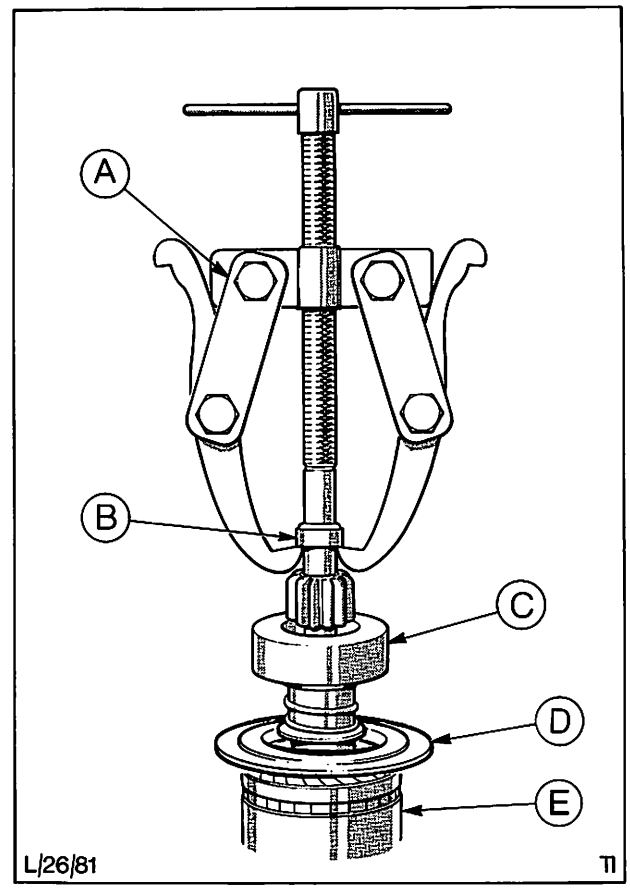

Abb. 97 A = Handelsüblicher Zweischenkel-Abzieher
14. Mittellagerschild, kompletten Ritzelantrieb und Anlaufring auf die Ankerwelle schieben. Sicherungsring in die Nut der Welle einsetzen, dann Anlaufring über den Sicherungsring ziehen, Abb. 97.